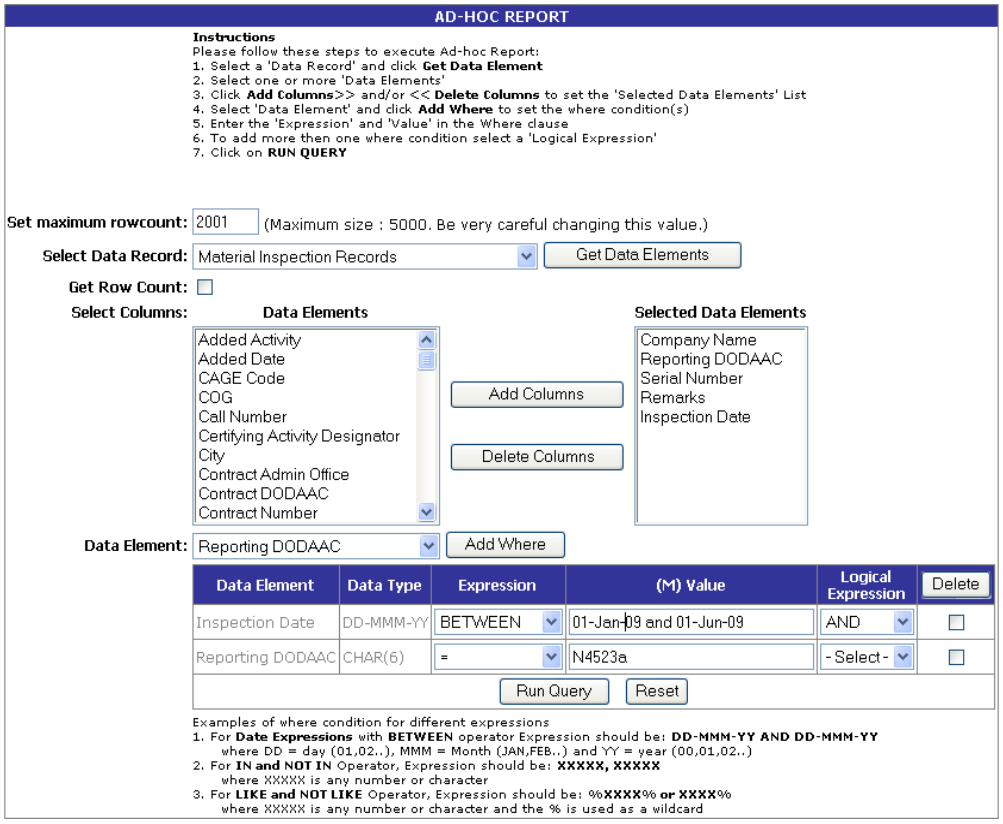

Figure 6.8
a. To access the Ad-Hoc query generator, click the Ad-Hoc Report link under the Reports section of the Product Data Reporting and Evaluation Program (PDREP) homepage. Follow the on screen instructions to develop the desired report as shown below in Figure 6.8.